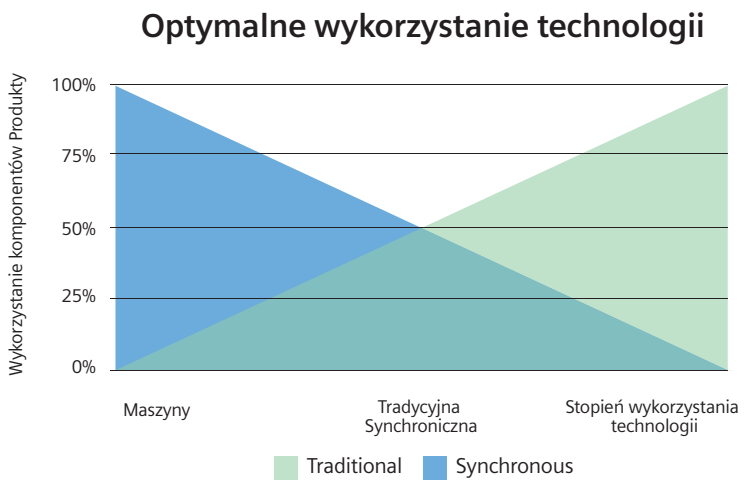

Rysunek 8. Kiedy użyć tradycyjnej, a kiedy synchronicznej technologii projektowania[7]
Zestaw narzędzi do modelowania w technologii synchronicznej oferuje znaczące korzyści w przypadku projektowania maszyn; obecnie, w mniejszym stopniu nadaje się do projektowania stylizowanych produktów. Rysunek 8 prezentuje wykres wykorzystania technologii w odniesieniu do różnych typów produktów. W większości przypadków główne złożenie może być stworzone zarówno w technologii synchronicznej, jak i tradycyjnej natomiast części lub podzespoły, wchodzące w skład danego zespołu, mogą zostać wymieszane. Niebieski obszar przedstawia ilość części synchronicznych a zielony tradycyjnych. Jeśli zmienia się typ części zmienia się również wiodący typ technologii, w której tworzony jest projekt.
- **Reguła 75/25.** Kiedy rozpoczyna się proces projektowania produktów i należy dokonać wyboru jakiej technologii modelowania użyć do tego celu, pomocnym może okazać się rysunek 8, który wskazuje właściwy tryb modelowania w zależności od typu projektowanego elementu. Jeśli większość komponentów (75% lub więcej) może być stworzona lub edytowana za pomocą trybu synchronicznego, należy go wykorzystać. Metodę tradycyjną można natomiast zastosować do pozostałych części. Inżynierowie projektujący części maszyn są najlepszą grupą docelową w takim przypadku. Do tej kategorii można zaliczyć również kilka rodzajów dóbr powszechnego użytku. Jeśli procent stylizowanych części całego złożenia nie przekracza 25%, a wszystkie komponenty wnętrza produktu są częściami mechanicznymi, złożenie główne i większość części mogą być stworzone w oparciu o technologię synchroniczną. Dane otrzymywane od dostawców powinny być zawsze otwierane w trybie synchronicznym . Nawet jeśli nie spodziewamy się , że edycja tych modeli będzie konieczna powinniśmy uwzględnić sytuację w której inżynierowie będą chcieli sprawdzić alternatywne scenariusze i przeprowadzić analizy typu „co jeśli?" Główną funkcjonalnością wykorzystywaną w regule 75/25 jest możliwość pracy w trybie mieszanym (mix mode).